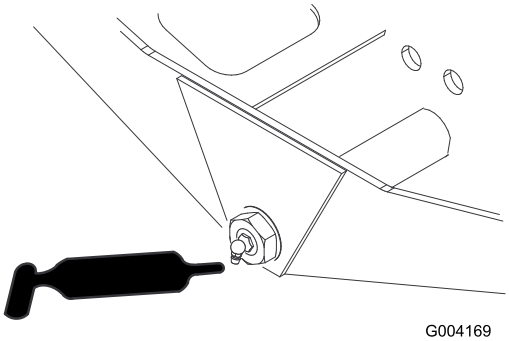

**Figuur 47**
- Draaipunt van asbesturing (1) (Figuur 47)